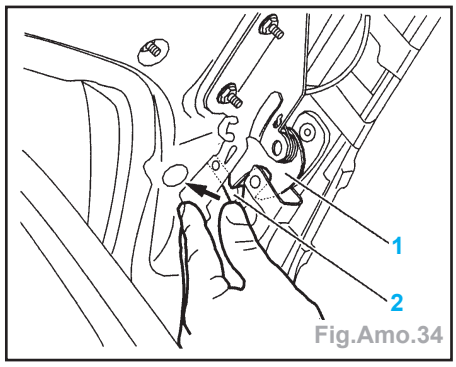

Fig.Amo.34
- Déverrouiller la gâche inf. (1) en poussant le crochet (2) et en écartant le couvercle de coffre (Fig.Amo.34).